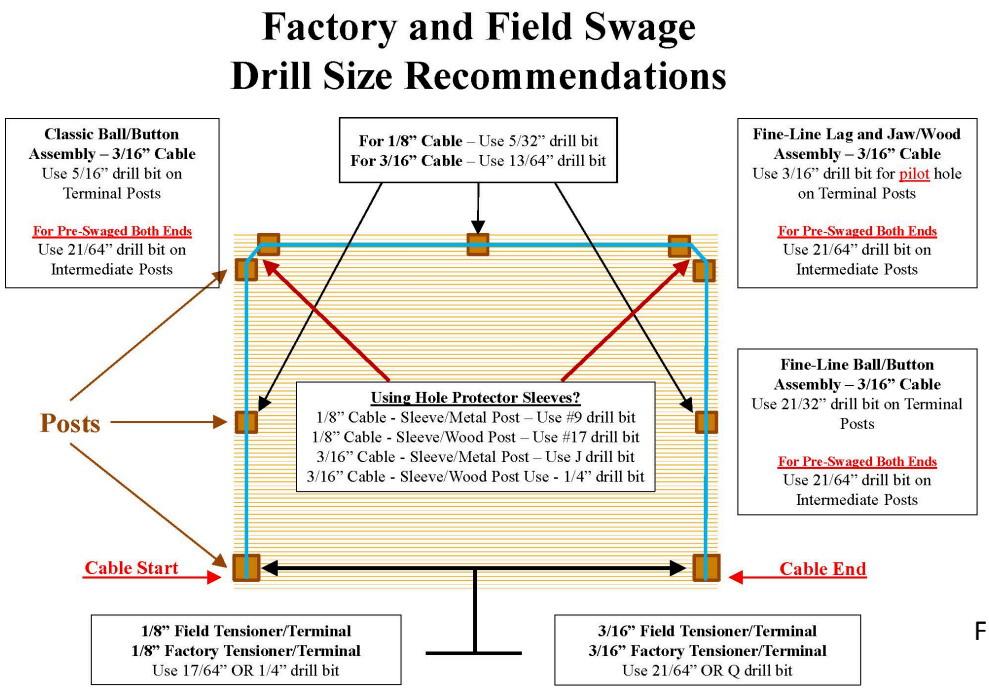

Fig 2
3. Do you need to drill holes for the cables? (Fig.2).
NOTE: If using Hole Protector Sleeves, install these prior to lacing the cable through the intermediate posts. Reference (Fig. 2) for drill size recommendations.